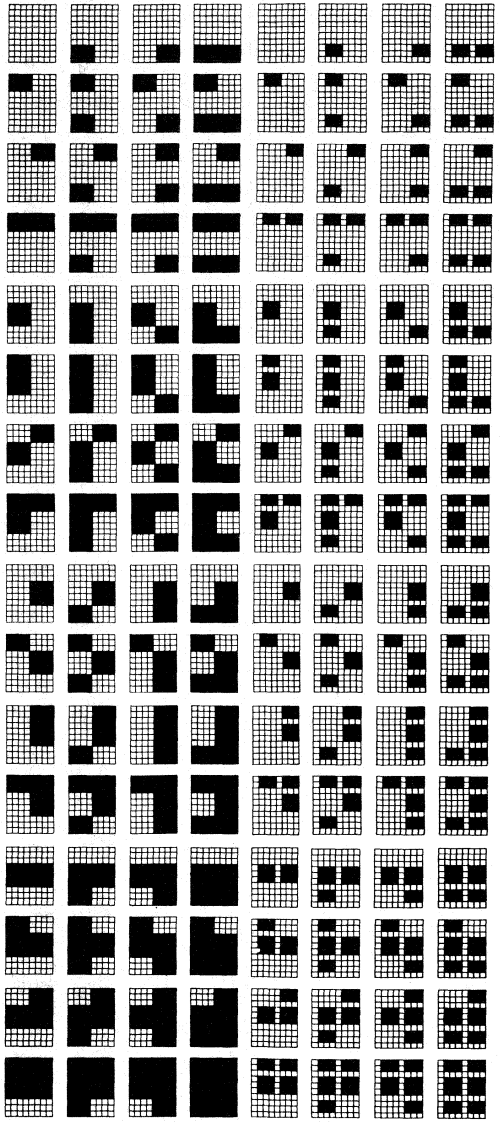

FIGURE 18 – G_{11} STROKE SET
- G_{11}, G_{20} and G_{21} cannot be reached from the 16-bit short fixed codes (Figure 18 and Figure 19).